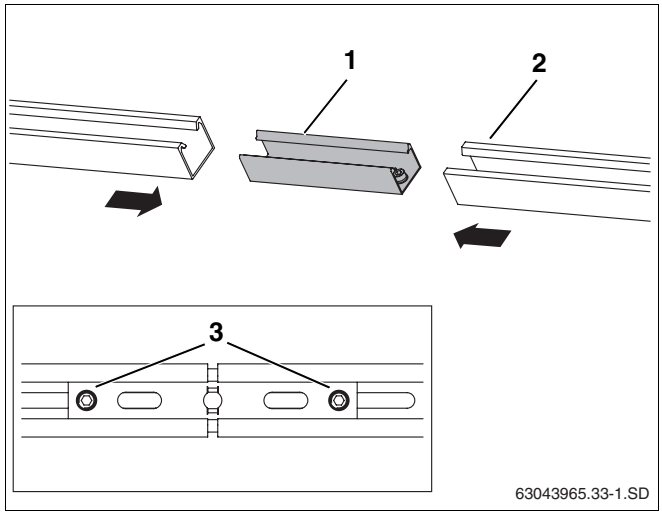

Afb. 31 Profielrails verbinden
- Schuif de stekkerverbinding (afb. 31, **pos. 1**) tot aan de aanslag in de beide profielrails (afb. 31, **pos. 2**).
- Draai voor de aanslag de beide voorgemonteerde draadstiften M10 (afb. 31, **pos. 3**) in de stekkerverbinding met een sleutel SW 5 aan.